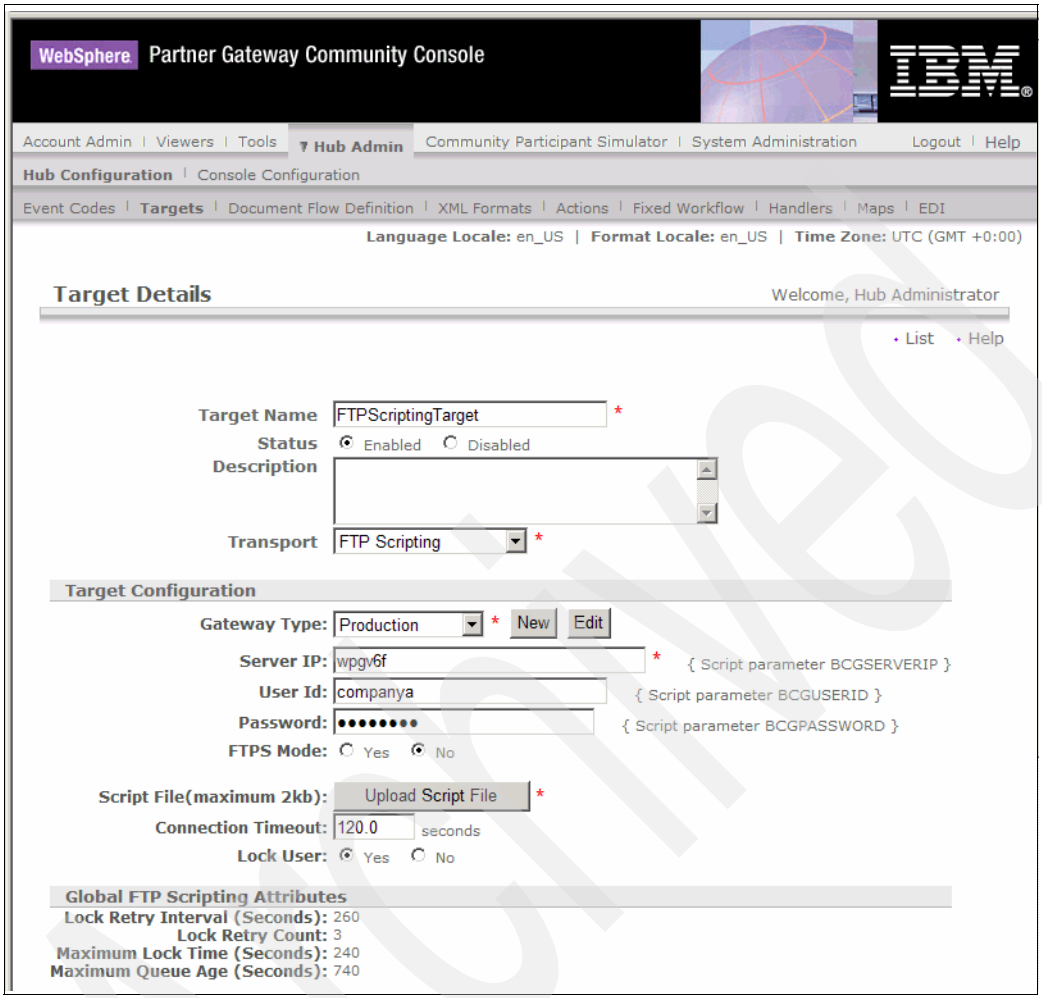

Figure 12-51 FTP Scripting target Attributes
The configuration should currently look like Figure 12-51 on page 407.
f. Click the **Upload Script File** button (visible in Figure 12-51). This opens a new Upload FTP Script File window. In this window, Click **Browse**.